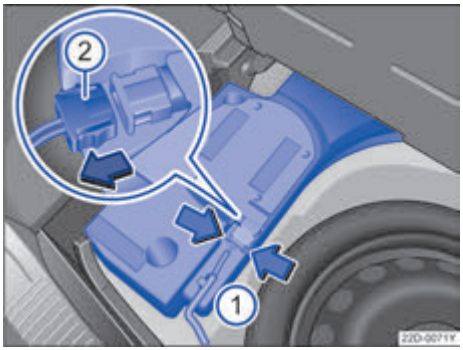

图 164 行李厢内：拆下重低音扬声器
– 用手捏住定位凸缘→ 图 164（箭头 ①）并压紧到止位，并断开连接插头 ②。
– 拔出连接插头 ②，并将拔出的导线放置一边。